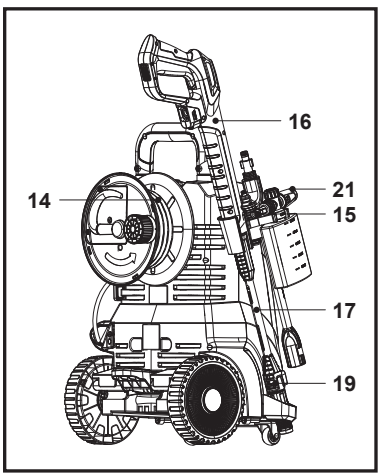

Fig. 26
2. Înfășoară cablul de alimentare (5) pe cele două suporturi de cablu (4) și fixează-l în loc cu clema furnizată (5a) (25).
3. Înfășoară furtunul cu presiune (14) și depozitează pistolul pulverizator (16), extensia de lance (17), duza pentru recipientul cu detergent (21) și duza (19 / 20) (fig. 26).